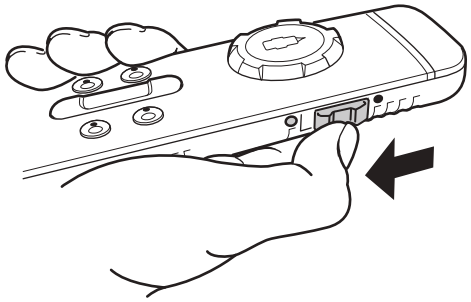

Fig. 32
► Spingere l'interruttore a scorrimento laterale verso il basso per spegnere il telecomando (Fig. 32). Il LED verde si spegne.